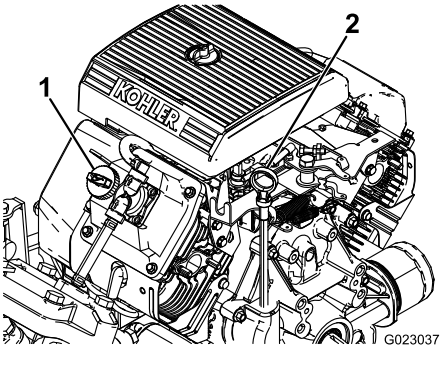

Figur 40
2. Ta ut peilestaven og tørk den med en ren fille (Figur 40). Sett peilestaven inn i røret, og pass på at den når helt ned. Ta ut peilestaven, og kontroller oljenivået.
3. Hvis oljenivået er lavt må du fjerne påfyllingslokket fra ventildekselet (Figur 40) og helle olje inn i åpningen til oljenivået når opp til Full-merket på peilestaven. Hell i olje sakte, og kontroller nivået ofte underveis. Ikke fyll på for mye.
8. Hell sakte ca. 80 % av den spesifiserte mengden olje inn i oljepåfyllingsrøret (Figur 40).